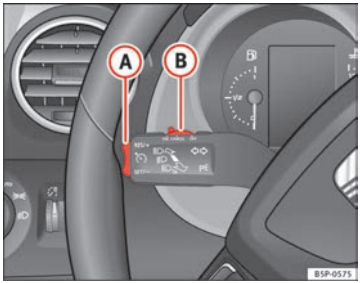

Fig. 154 Turn signal and main beam headlight lever: switch and rocker switch for the cruise control
– Push the switch ⇒ Fig. 154 (B) to the left to **ON**.